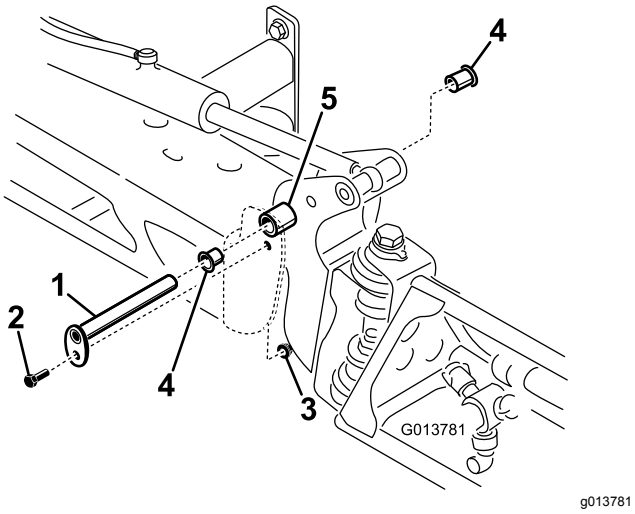

図 95
3. ブームを支えておきながら、ピボットピンをブームアセンブリに固定しているボルトとナットを取り外す図 95。
4. ピボットピンを取り外す図 95。
6. ナイロンブッシュを取り外し、ピボットブラケットの前面および後面側から見て点検する図 95。
8. センターフレームにブーム&ピボットブラケットアセンブリを取り付け、開口部を整列させる図 95。